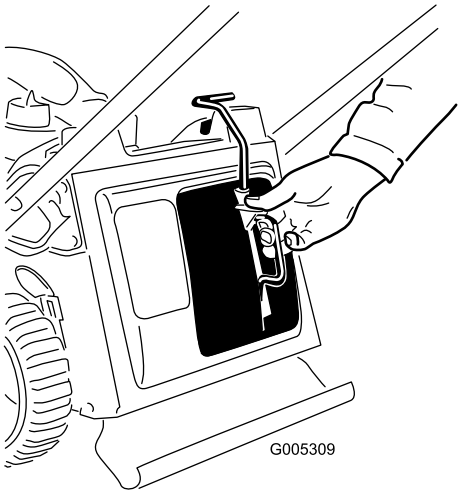

Figuur 9
2. Druk met uw duim op de knop op de greep en plaats de mulchplug helemaal in de opening (Figuur 9).